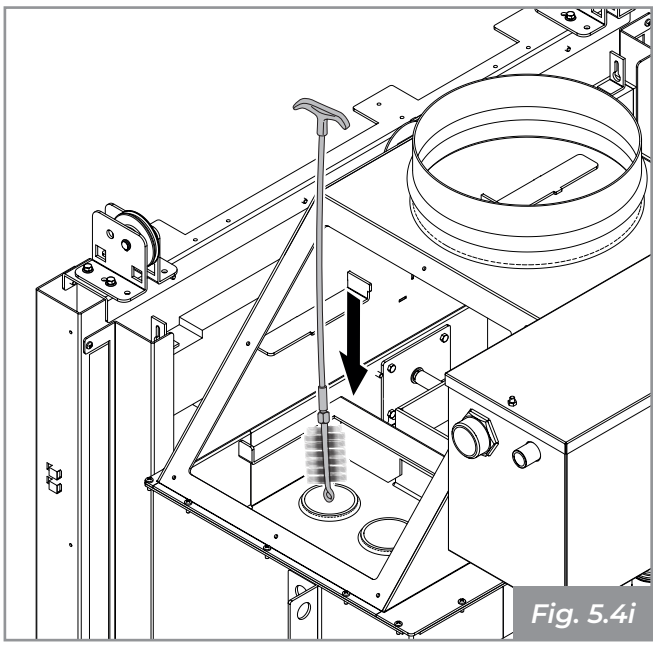

Fig. 5.4i
- Nettoyer les tuyaux d'échange avec l'écouvillon fourni **(Fig. 5.4i)** ;